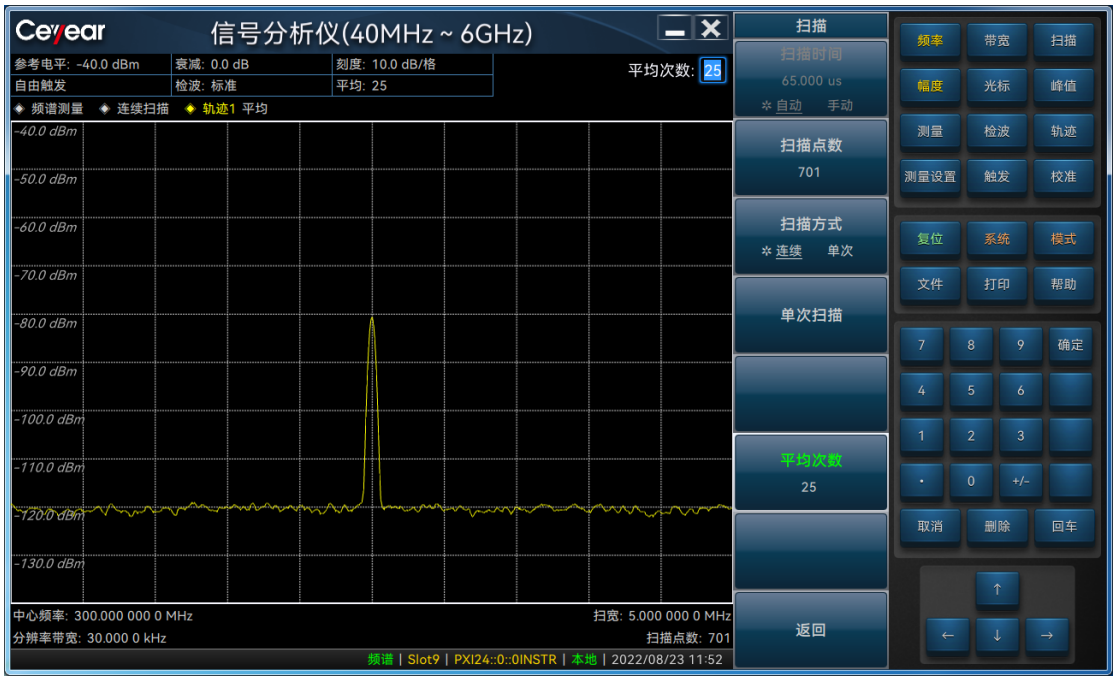

图 3.32 采用轨迹平均测量小信号
- 输入数字 25，按【回车】，或软菜单中[确认]键，如图 3.32。